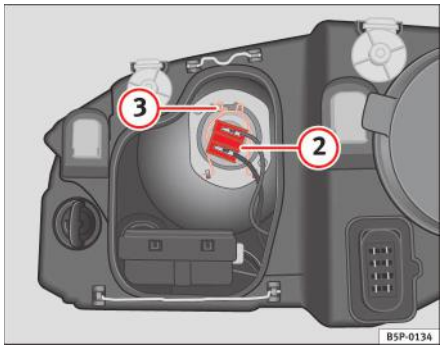

Fig. 165 Faruri fază scurtă
– Scoateți conectorul ⇒ pagina 271, fig. 165 (2) din bec.
– Deconectați resortul de fixare ⇒ pagina 271, fig. 165 (3) apăsându-l în interior şi către dreapta.